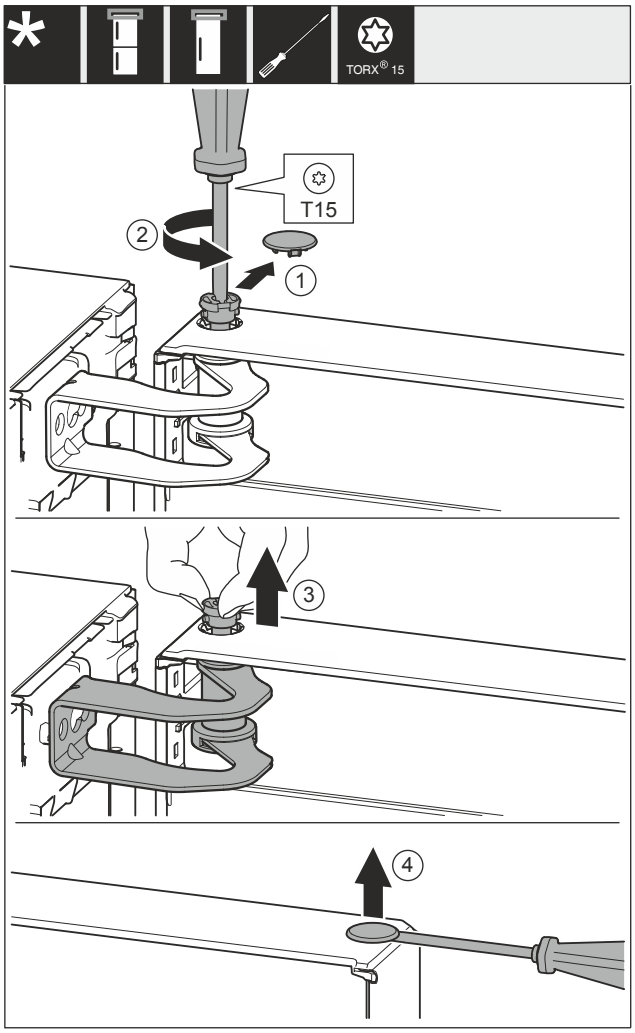

Fig. 9
- ▶ Afdekking *Fig. 9 (1)* voorzichtig wegnemen.
- ▶ Bouten *Fig. 9 (2)* met een schroevendraaier iets losdraaien.
- ▶ Bouten *Fig. 9 (3)* met de vingers er uit trekken.
- ▶ Afdekking *Fig. 9 (4)* voorzichtig met een schroevendraaier optillen en verwijderen.